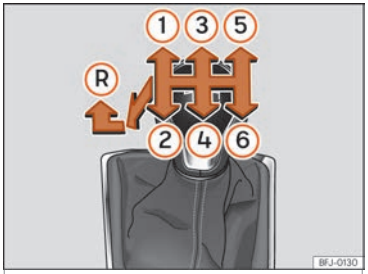

Fig. 53 Schema degli innesti del cambio manuale a 6 marce.
Nella leva selettrice sono indicate le posizioni delle marce ››› fig. 53.
- Per inserire la retromarcia, con la leva selettrice in posizione di folle, spingerla verso il basso, muoverla a fondo a sinistra e quindi in avanti ››› fig. 53 Ⓡ.